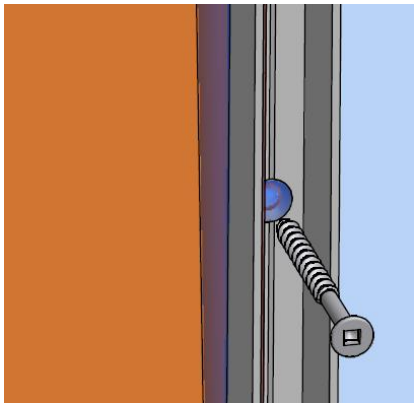

Fig 13
16. From inside shower, apply a bead of silicone as an extra seal between whole length of wall channel and waterproofing.(fig13)